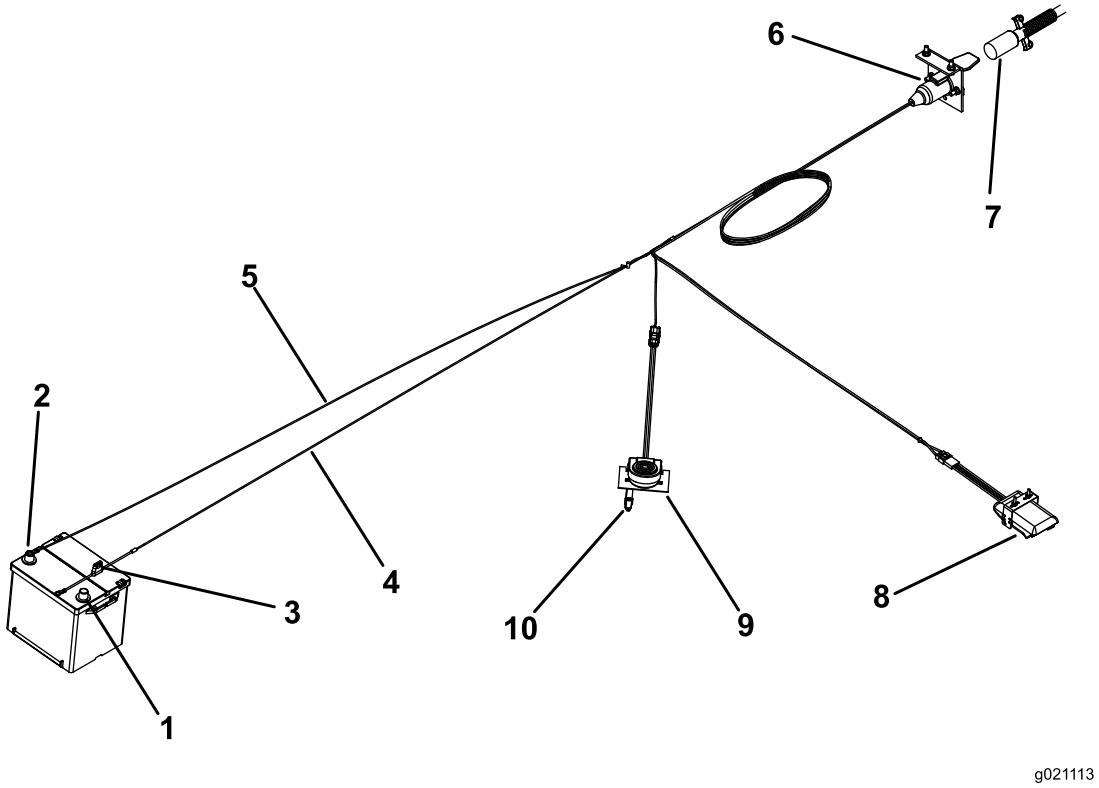

Rysunek 11
5. Zamocuj sterownik hamulca do deski rozdzielczej lub zderzaka traktora za pomocą (2) śrub nr 10 x 7/8 cala i nakrętek nr 10.
7. Podłącz wiązkę przewodów do elementów (Rysunek 11) zgodnie z następującą procedurą: